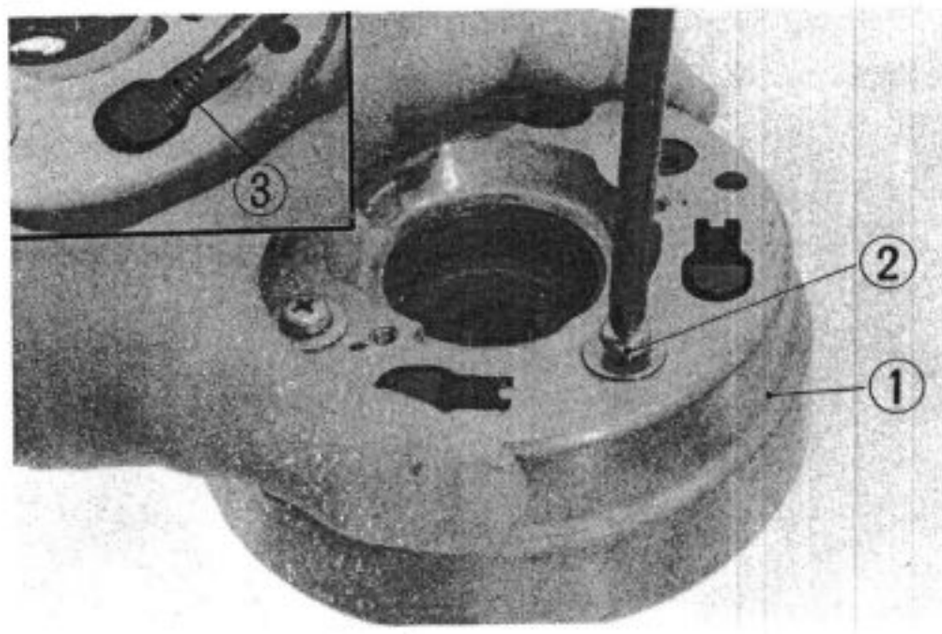

Fig. 3-32 1. Clutch outer
6. Install the clutch damper springs to the clutch outer as shown in Fig. 3-32.